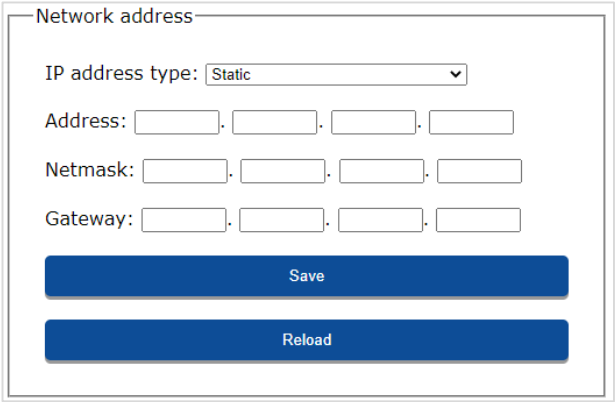

Fig. I.9.
- Network address: In the “Network address” section the user has the ability to configure the IP address type between a DHCP server or using a Static IP Address. If the user chooses the DHCP option, they should follow directions outlined in section J.6 of this User Manual. If the user selects a Static IP address, they can manually configure the Address, Netmask, and Gateway they would like to use. These options can be seen below in Fig. I.9.